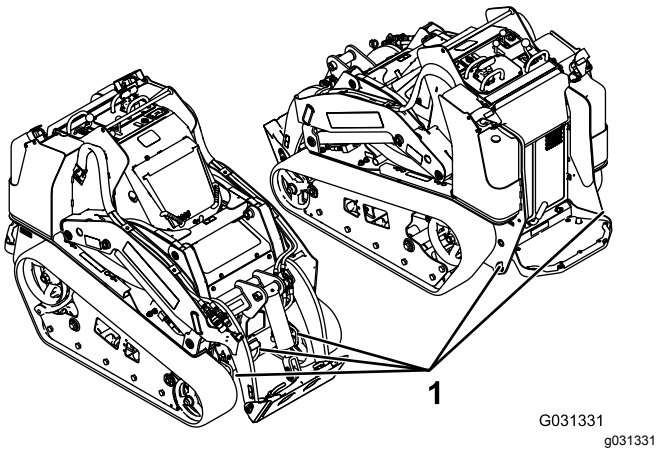

Rysunek 29
8. Zamocuj maszynę do przyczepy lub ciężarówki za pomocą pasów, łańcuchów lub lin, mocując je do metalowych uch na maszynie (Rysunek 29). Zastosuj się do obowiązujących przepisów określających wymogi dotyczące mocowania maszyny.
Maszynę można unieść za pomocą uch mocujących/do podnoszenia, stanowiących punkty podnoszenia, patrz Rysunek 29.